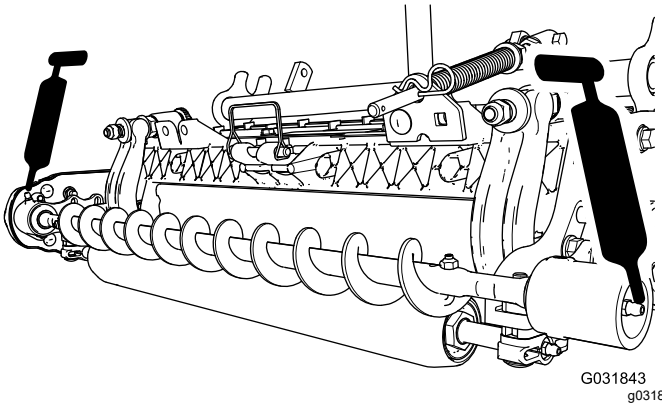

Bild 20
3. Fetten Sie die Schmiernippel an jedem Lagergehäuse der Rollenbürste mit Nr. 2 Allzweckfett auf Lithiumbasis ein (Bild 20).